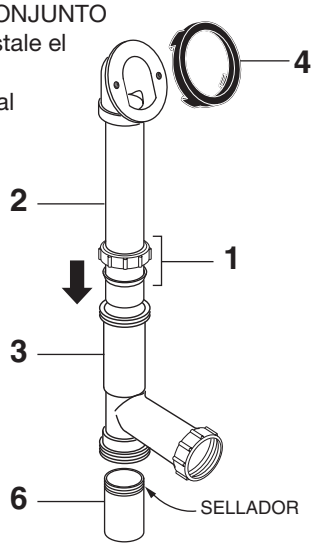

FIG.1
- Suelte la TUERCA DE JUNTA DESLIZANTE Y EL SELLO **(1)** e instale en el TUBO DE REBOSE **(2)**. Instale el CONJUNTO DEL TUBO DE REBOSE **(2)** en la pata apropiada de la T DE DRENAJE **(3)**. Aplique sellador a las roscas de COLA **(6)** y enrosque en la T DE DRENAJE **(3)**. Instale la EMPAQUETADURA DE REBOSE **(4)** al CONJUNTO DEL TUBO DE REBOSE **(2)**. (Ajuste la EMPAQUETADURA DE REBOSE **(4)** al reborde de la bañera. **FIG 1.**
Nota: La salida del desagüe se puede instalar sobre el piso o debajo de éste. Fig. 1.